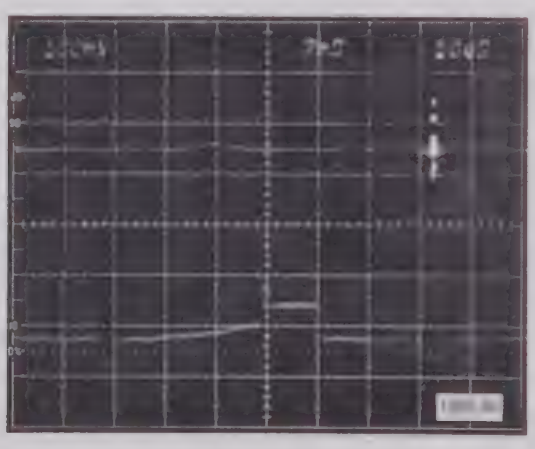

Fig. 6-4. Cathode blanking pulse.
j. Observe the cathode pulse approximately 8 milliseconds before the first vertical blanking pulse which is intensified in Fig. 6-4 and expanded in lower trace; adjust triggering to observe the cathode blanking pulse.